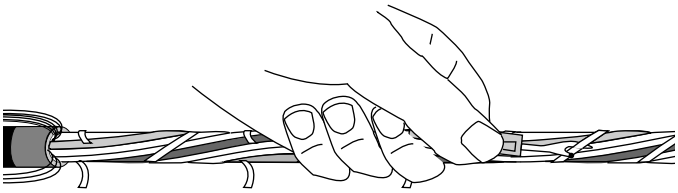

Figure 15
**5.15** Use a seam ripper every 5 cm (2 in. ) to cut the binding tape(s) that secures the buffer tubes to the dielectric central member. USE EXTREME CAUTION to prevent buffer tube damage (Figure 15).